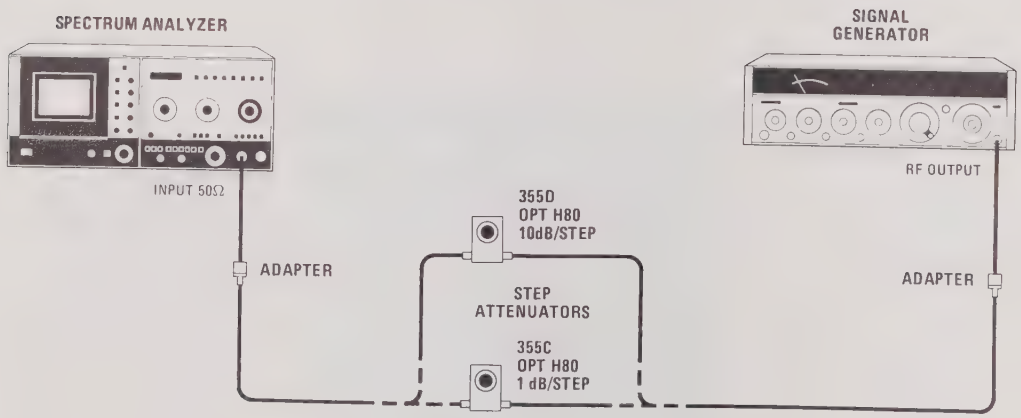

Figure 4-12. Reference Level Variation Test Setup
c. Connect equipment as shown in Figure 4-12 using 10 dB/step attenuator. Set step attenuator at 0 dB and adjust spectrum analyzer TUNING control to center signal on CRT. Set VIDEO FILTER to .01.